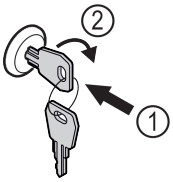

Fig. 62 Reprezentare exemplificatoare
▶ Introduceți cheia prin apăsare *Fig. 62 (1)*.
▶ Rotiți cheia cu 90° în sensul acelor de ceasornic *Fig. 62 (2)*.